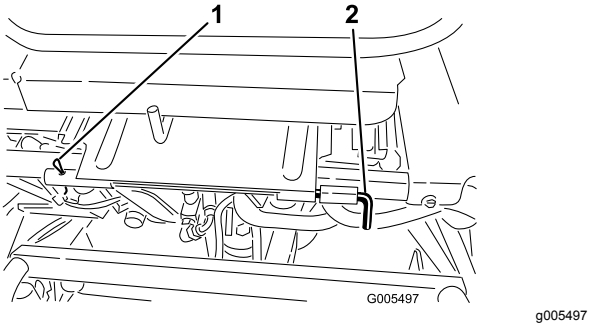

Figuur 28
3. Laat de stoel neer en verwijder de rolpen waarmee de draaistang van de stoel is vastgezet aan het frame (Figuur 28).